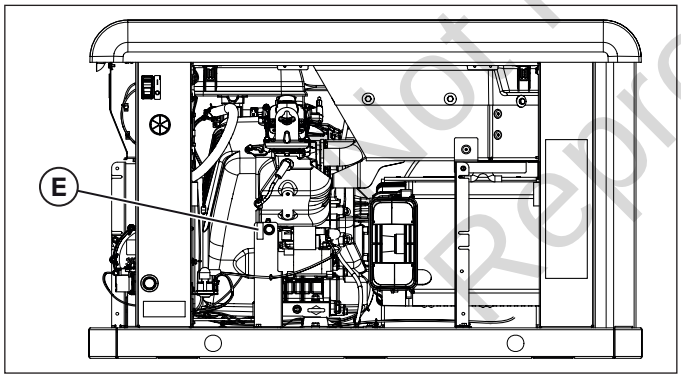

Figure 13
10. Repérer le sélecteur de carburant (**E**) dans le compartiment du moteur. Voir la Figure 13.